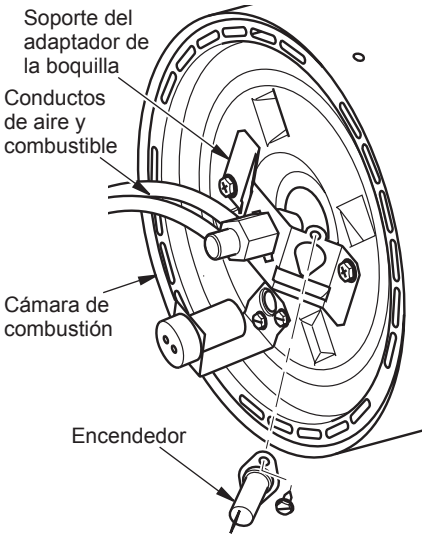
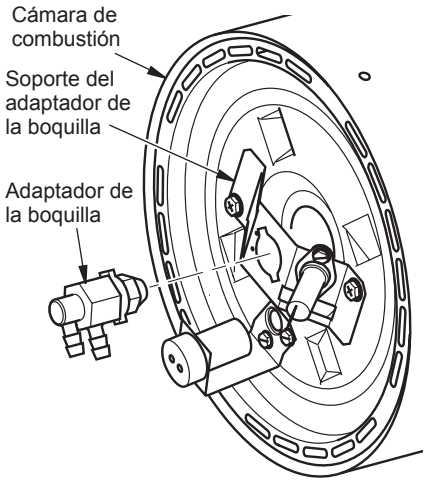
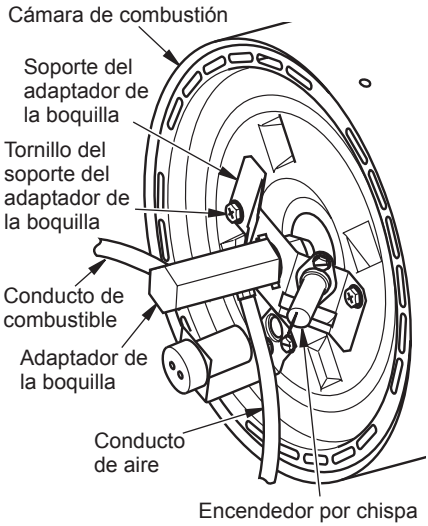
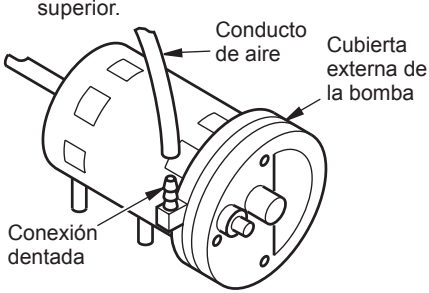

Figura 24 - Procedimiento para retirar el encendedor por chispa
Figura 25 - Procedimiento para retirar el montaje de la boquilla/adaptador (modelos 100/150)
Figura 27 - Procedimiento para retirar el montaje de la boquilla/adaptador (modelo 200)
Figura 29 - Conducto de aire colocado en la conexión dentada
3. Gire el montaje de la boquilla hasta la ranura del soporte y jale hacia el motor para extraerla (consulte la figura 25).
9. Vuelva a colocar el adaptador de la boquilla en el soporte (consulte la figura 25) y gírelo para colocarlo en la posición que se indica en la figura 24.
4. Retire los dos tornillos del soporte del adaptador de la boquilla (consulte la figura 27).
2. Inspeccione los conductos de combustible y aire para verificar si presentan grietas u orificios. Si el conducto de combustible está dañado, desconéctelo del adaptador de la boquilla (consulte la figura 24, página 18, o la figura 27) y del filtro de combustible (consulte *Filtro de combustible*, página 17). Si el conducto de aire está dañado, desconéctelo del adaptador de la boquilla (consulte la figura 24, página 18, o la figura 27) y de la conexión dentada en la cubierta del filtro (consulte la figura 29, página 20).
3. Instale nuevos conductos de aire o combustible. Sujete un extremo del conducto de aire a la conexión dentada de la cubierta de la bomba (consulte la figura 29) y el otro extremo al adaptador de la boquilla (consulte la figura 24, página 18, o la figura 27, página 19). Sujete un extremo del conducto de combustible al filtro de combustible (consulte *Filtro de combustible* en la página 17) y el otro extremo al adaptador de la boquilla (consulte la figura 24, página 18, o la figura 27, página 19).